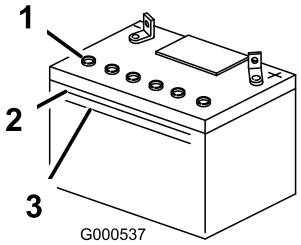

Figur 43
1. Titta på sidan av batteriet. Elektrolyten måste nå upp till den **övre** linjen (Figur 43). Låt inte elektrolyten sjunka under den nedre linjen (Figur 43).
3. Ta bort luftarlocken från batteriet (Figur 43).
4. Häll långsamt destillerat vatten i varje battericell tills elektrolytnivån når upp till batterilådans övre linje (Figur 43).
5. Vänta 5 till 10 minuter efter att battericellerna fyllts på. Häll destillerat vatten, om det behövs, i varje battericell tills elektrolytnivån är vid batterilådans övre linje (Figur 43).